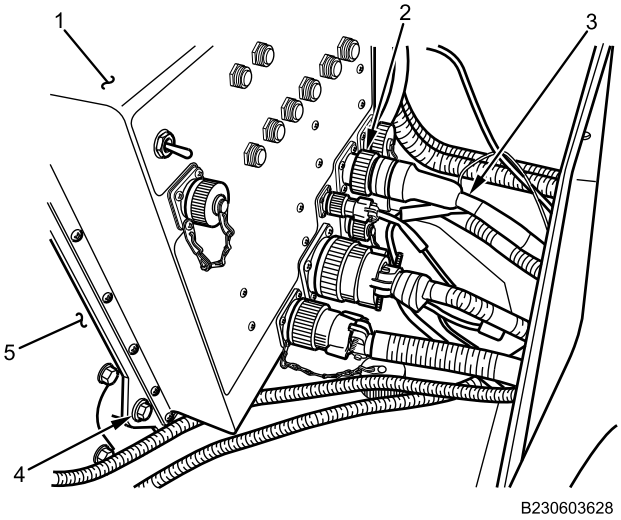

Figure 5. 24V PDM.
1. Install 24V PDM (Figure 5, Item 1) on engine access cover (Figure 5, Item 5) with four bolts (Figure 5, Item 4). Tighten bolts securely.
2. Install all electrical cables (Figure 5, Item 3) on 24V PDM (Figure 5, Item 1) by turning metal collar (Figure 5, Item 2) on connector clockwise.